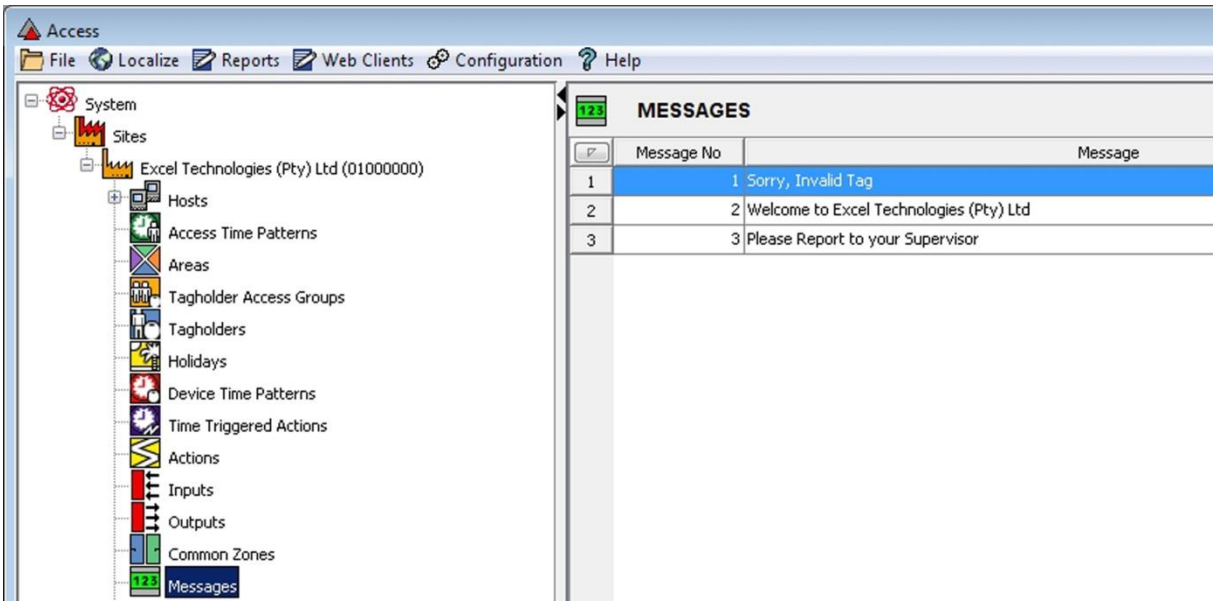

Figure 30 – Messages Screen
7. In the Action Parameters dialog, in the **Text Message Number** textbox enter the appropriate message number. For example based on the Figure 30, enter 2 to display “Welcome”.